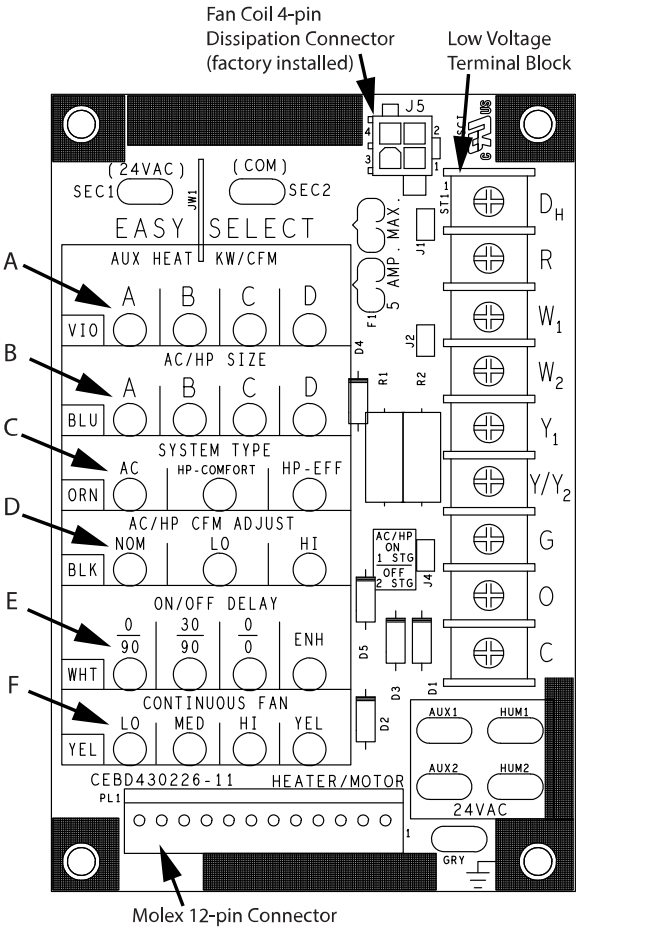

Fig. 20 – Detail of Printed-Circuit Board
Easy Select taps are used by the installer to configure a system. The ECM motor uses the selected taps to modify its operation to a pre-programmed table of airflows (see Table 8 and Table 10). Airflows are based on system size or mode of operation and those airflows are modified in response to other inputs such as the need for de-humidification (see Fig. 20 and Fig. 21 and Table 6).
Installer must select the auxiliary heat airflow approved for application with kW size heater installed. If no heater is installed, this step can be skipped. Each select pin is marked with a range of heaters for which airflow, also marked, is approved. For increased comfort select the narrowest kW range matching the heater size, for example, 0-10 for 10-kW heater. This airflow must be greater than the minimum CFM for electric heater application with the size system installed for safe and continuous operation (see Table 11 and Table 12 for airflow delivery and minimum CFM). Note that airflow marked is the airflow which will be supplied in emergency heat mode and heating mode on air conditioners when electric heat is the primary heating source. In heat pump heating mode when electric heaters are energized, the ECM motor will run the higher of heat pump heating airflow and electric heater airflow to ensure safe heater operation. The factory selection is the largest heater range approved (see Fig. 20, A as indicated).
The factory setting for air conditioner or heat pump size is the largest unit meant for application with the model of fan coil purchased. Installer needs to select air conditioner or heat pump size to ensure that airflow delivered falls within proper range for the size unit installed. This applies to all operational modes with the exception of electric heat modes (see Fig. 20, B as indicated).
3. HP-EFF - Heat Pump Efficiency provides same airflow for heating and cooling modes to increase overall HP efficiency; approximately 350 CFM per ton. The factory setting is AC. (See Fig. 20, C as indicated.)
To provide airflow at rates described above, the AC/HP ADJUST select is factory set to the nominal (nom) tap. The adjust selections HI/LO will regulate airflow supplied for all operational modes, except non-heat pump heating modes. HI provides 15% airflow over nominal unit size selected and LO provides 10% airflow below nominal unit size selected. Adjust selection options are provided to adjust airflow supplied to meet individual installation needs for such things as noise, comfort, and humidity removal (see Fig. 20, D as indicated).
Four motor operation delay profiles are provided to customize and enhance system operation (see Fig. 20, E as indicated). Selection options are:
3. HI speed - move connector of HI, 100% cooling mode airflow (see Fig. 20, F as indicated).
The following fan coil configuration is recommended for maximum heating and cooling/dehumidifying comfort (see Fig. 20):
7. If the fan coil is installed with Heat Staging capable electric heaters, remove jumper J2 (see Fig. 20).
The AUX and HUM terminals on the Easy Select Board are tied directly to the G terminal, and provide a 24VAC signal whenever the G terminal is energized (see Fig. 20).